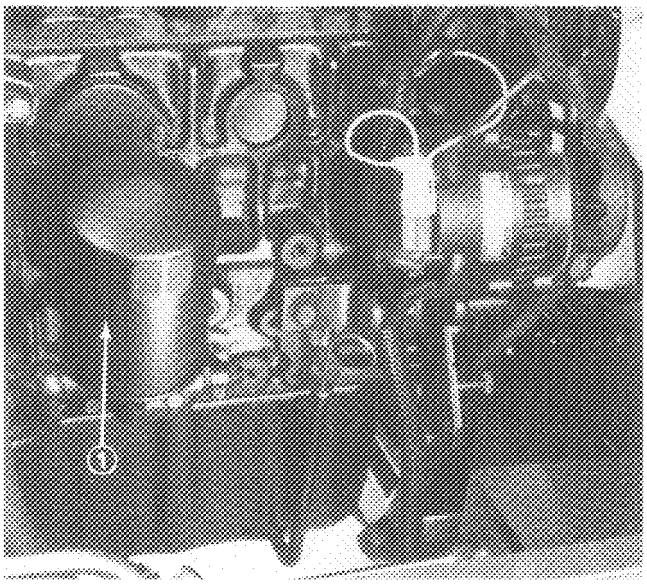

Figure 30
2. Remove oil filter (Fig.30). Apply a light coat of clean oil to the new filter seal before screwing it on. DO NOT OVER-TIGHTEN.